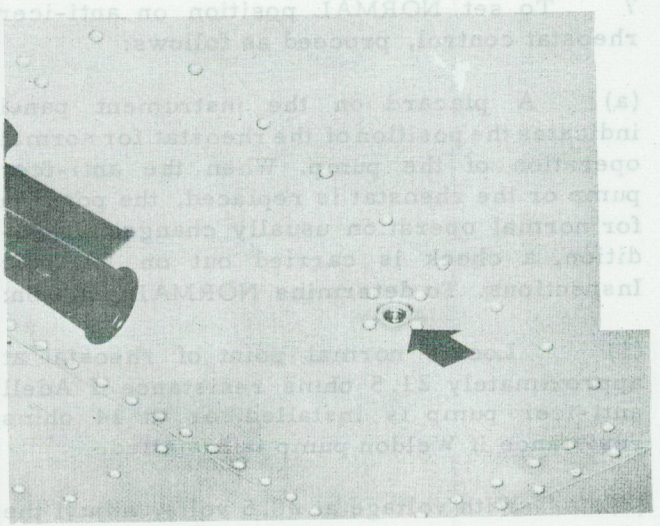

Figure 4-9 Anti-Icing Tank Drain
(1) Drain anti-icer fluid from the system by removing plug on the underside of the fuselage directly below the tank (Figure 4-9).
(2) Working through belly access opening, disconnect the supply line at the fitting immediately below the tank. Remove nuts and spacers from the forward ends of the tank straps.
(3) Remove pilot's seat. (It is possible, although difficult, to remove anti-icer tank without removing seat).
(4) Disconnect vent line at the fitting on